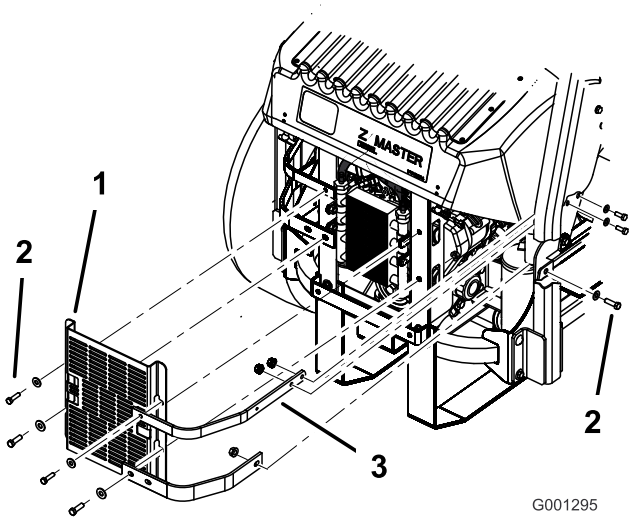

Figur 70
3. Fjern de fire boltene som fester oljekjølervernet til den bakre rammen (Figur 70).
4. Fjern de tre boltene som fester motorstroppene til maskinens side (Figur 70).
12. Fest oljekjølerdekselet og motorstroppene til bakrammen med de fire boltene du fjernet tidligere (Figur 70).
13. Fest motorstroppene til siden av maskinen (Figur 70).